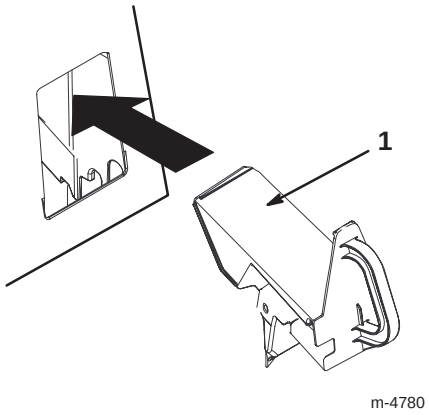

Figur 18
4. Sæt genbrugsdækslet ind i åbningen igen som vist i Figur 18.